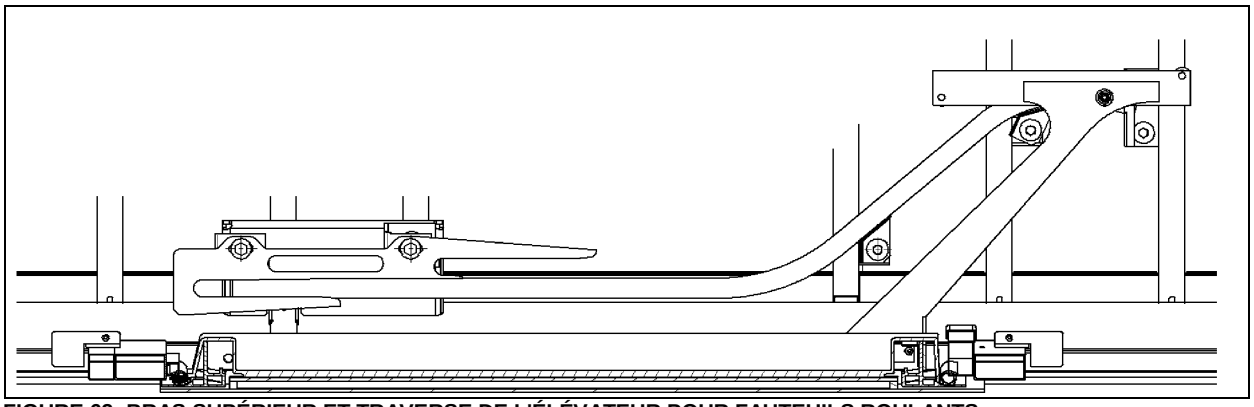

FIGURE 62: BRAS SUPÉRIEUR ET TRAVERSE DE L'ÉLÉVATEUR POUR FAUTEUILS ROULANTS
2. Faire glisser la traverse supérieure dans le bras supérieur, puis fixer la traverse à la structure avec un boulon. Ne pas serrer complètement le boulon pour le moment (voir la Figure 62).